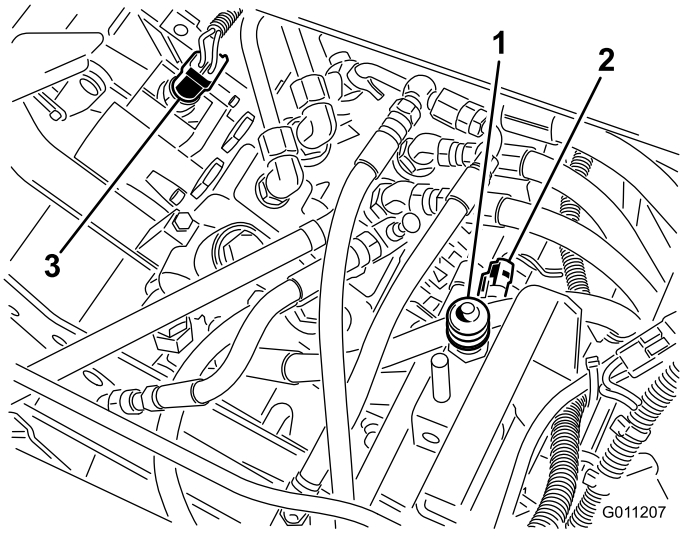

Figur 46
2. Fjern kappen fra sædekontaktens knapende (Figur 46), og opbevar den med henblik på montering på den nye kontakt. Træk kontaktstikkene ud.
2. Tag kontaktstikkene ud af traktionskontakten, som er monteret i ventilrækkens hjelm på vælgerventilsektionen (Figur 46).
2. Tag kontaktstikkene ud af enden af klippe-/løftekontakten, som er monteret i ventilrækkens hjelm (Figur 46).